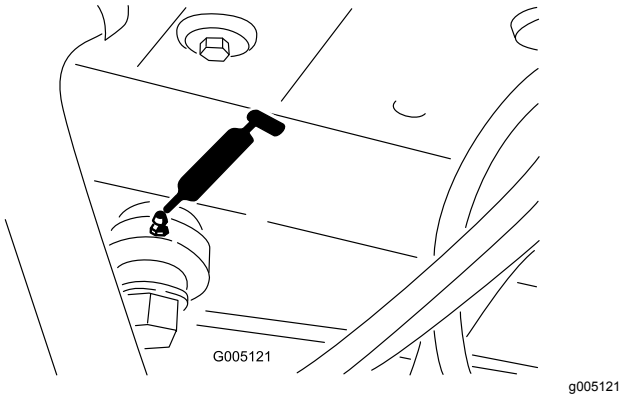

Figuur 40
- Uiteinde van stuurcilinder (Figuur 40)